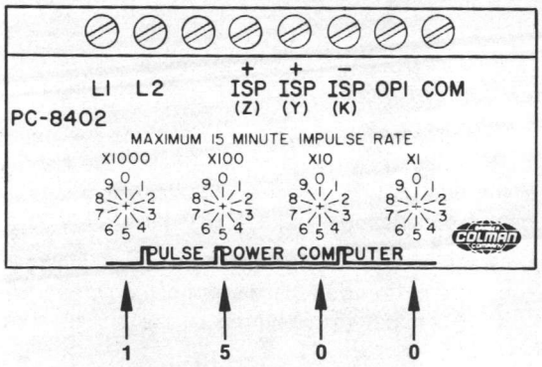

Figure 3.
Step 3. Set dials to 1500 left to right. (See Figure 3.) Minimum setting is 200.
The current probe power computer can be checked out by applying 5 amps RMS ac to any of the three desired current transformer inputs (see Figure 4) and jumpering the IV1 terminal to the corresponding phase input J1, J2 or J3. The output OP1 to COM should measure 10 ±.2 Vdc. Lower RMS currents will produce proportionally lower voltage outputs. See Figure 3.